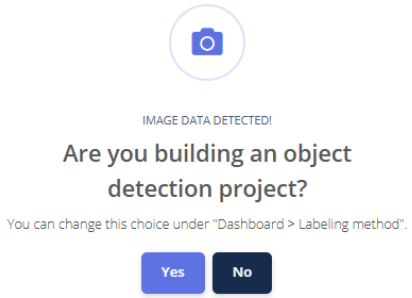

Figura 3. Para clasificación de imágenes selecciona “No”.
2. La otra forma es tomar las fotos mientras se está conectado a la plataforma de Edge Impulse por medio del celular. Desde el Dashboard dar clic en “Collect new data”, escanear el código QR y empezar a tomar fotos de los objetos. En el celular seleccionar la opción “Collecting images?” y tomar fotos de cada objeto. **Cuando la plataforma Edge Impulse te pregunte si estas construyendo un proyecto de detección de objetos, como se observa en la figura 3, dar clic en “Yes”**.